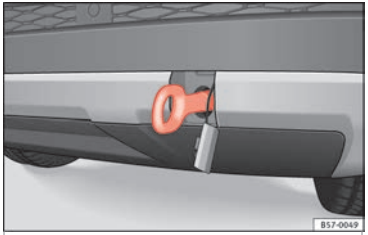

Fig. 99 Rear bumper on right: towline anchorage screwed in.
- Screw the towing eye in the housing by turning it to the maximum **anticlockwise** ››› **Fig. 99** ››› ❗. Use a suitable object that can completely and securely tighten the towing eye in its housing.